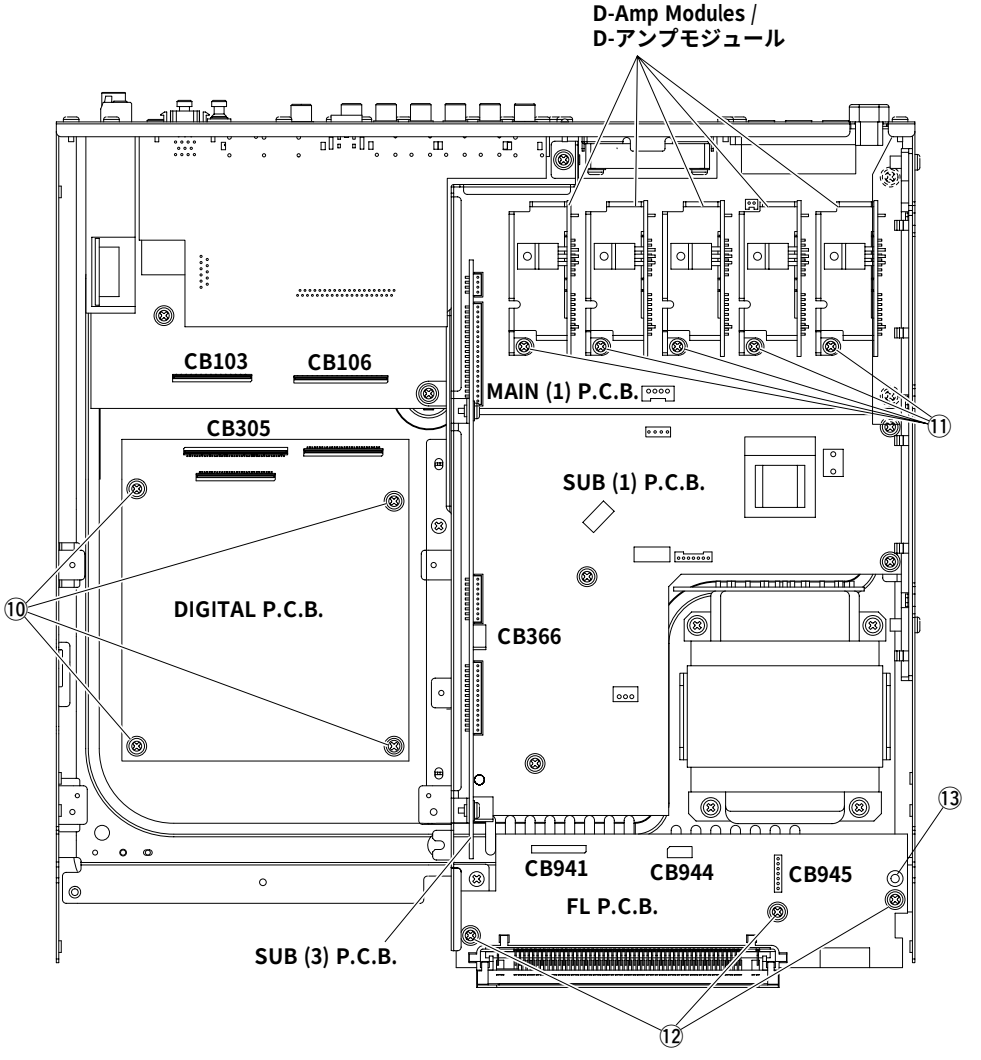

Fig. 6
a. Disconnect the connectors CB305, CB103, CB106, CB366 and CB941 in Fig. 6.
b. Remove 4 screws (⑩) and then remove the DIGITAL P.C.B. in Fig. 6.
Remove 5 screws (⑪) and then remove the D-Amp Modules in Fig. 6.
a. Disconnect the connectors CB644 and CB945 in Fig. 6.
b. Remove 3 screws (⑫) and 1 push rivet (⑬) and then remove the FL P.C.B. in Fig. 6.
a. コネクターCB305、CB103、CB106、CB366、CB941を外します。(Fig. 6)
b. ⑩のネジ4本を外し、DIGITAL P.C.B.を外します。(Fig. 6)
⑪のネジ5本を外し、D-アンプモジュールを外します。(Fig. 6)
a. コネクターCB944、CB945を外します。(Fig. 6)
b. ⑫のネジ3本、⑬のプッシュリベット1本を外し、FL P.C.B.を外します。(Fig. 6)